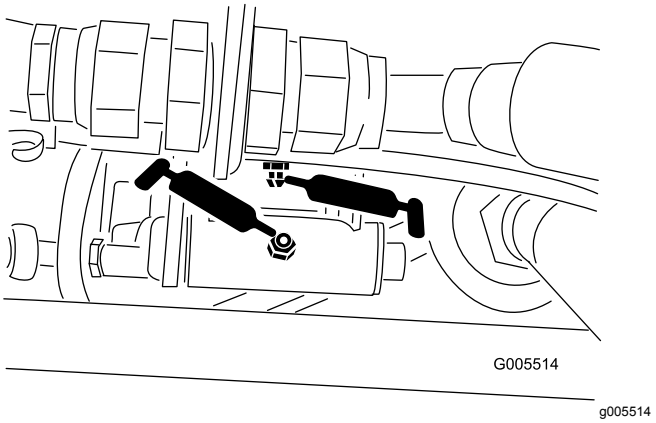
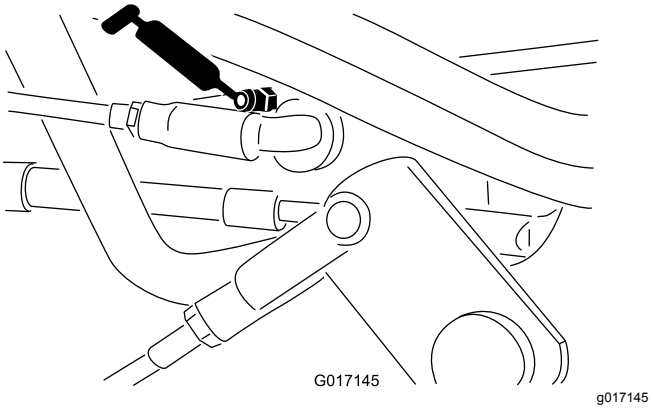

Figur 42
Figur 43
- Hastighetsvelger (Figur 42 og Figur 43)